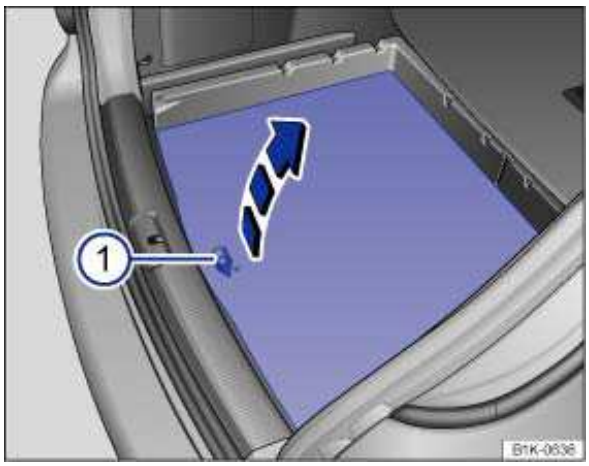

Fig. 179 In the luggage compartment: Lifting up the floor panel.
- Lift the floor covering by the loop ⇒ fig. 179 (1) and if necessary remove it from the luggage compartment.